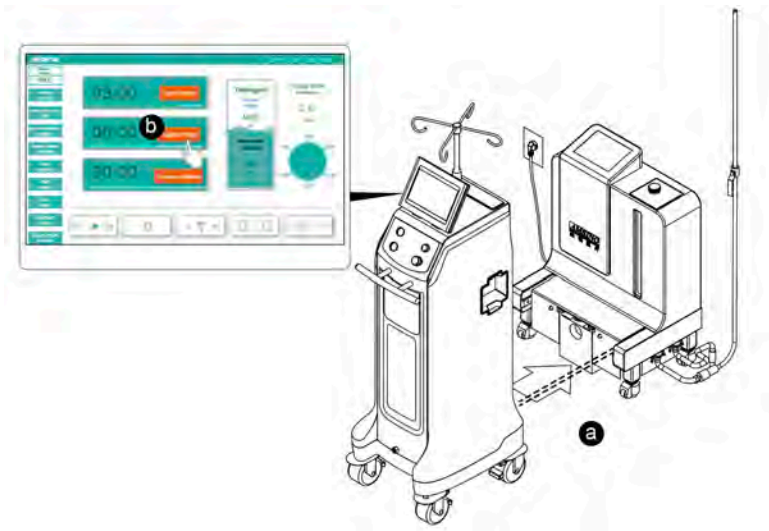

Figure 38 To Perform a Wash Cycle
a. Push the rover toward the docker and between the guides until the rover and docker attach automatically (Figure 38).